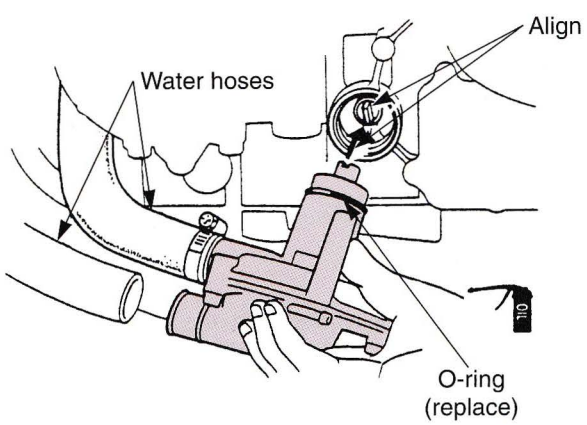

Figure 11-18. Reinstalling a coolant (water) pump. (Honda Motor Co., Ltd.)
3. Install a new O-ring on the water pump. Then align the water pump shaft groove with the water pump drive shaft and install the water pump. See **Figure 11-18.**